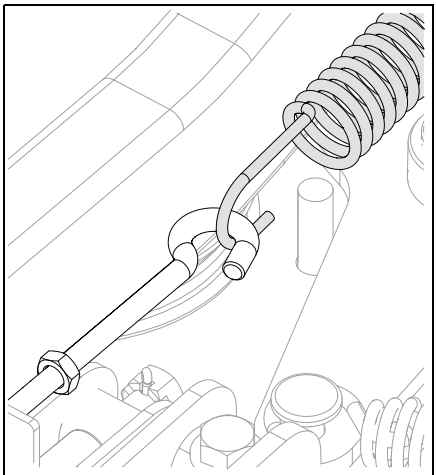

Figure 62
4. Raise deck to transport position and reconnect lift-assist springs. See Figure 62.